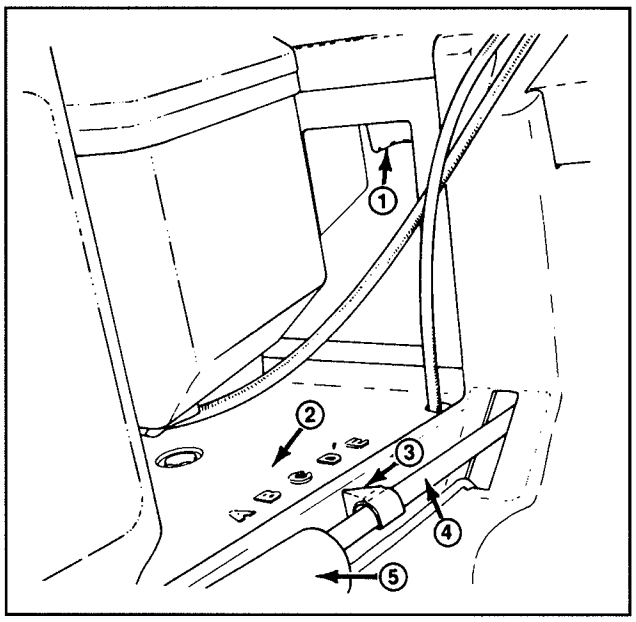

Afbeelding 14
2. Verwijder de sleutel uit het contact. Gebruik één of twee vingers om de maaihoogtehendel in te duwen (Afb. 14).